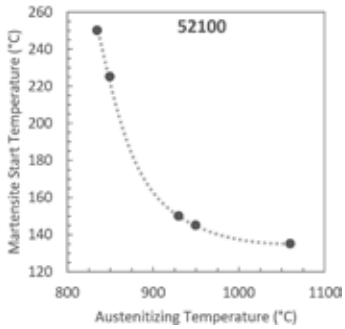

Figure 2: Martensite start temperature as a function of austenitizing temperature for 52100 steel [8].
Figure 1 shows the plot that can be made by combining the Andrews and Koistinen-Marburger equations. Retained austenite (RA) as a function of cold-treatment temperature was calculated using the two equations along with the nominal chemical composition of 100CrMnSi6-6 [7]. Lines of constant C content for 0.6, 0.8, and 1.0 wt% C were shown to demonstrate the significant influence C content has on the fraction of retained austenite for a given alloy composition and cold-treatment temperature. At room temperature (RT, +20°C) a 1 wt% C version of 100CrMnSi6-6 is estimated to have 70 percent RA while a 0.6 wt% C version is estimated to only have 10 percent RA. In high-carbon steels, the amount of carbon in the austenite depends primarily on the temperature the steel is austenitized. Figure 2 shows published data relating the M_s temperature to the austenitizing temperature of 52100. The M_s temperature decreases as austenitizing temperature increases, approaching a constant M_s temperature of approximately 140°C at the highest austenitizing temperatures evaluated. In the range of austenitizing temperatures most relevant to industrial heat treatment of 52100, less than 900°C, the M_s temperature is very sensitive to austenitizing temperature and therefore requires strict process control.
Austenitizing temperature: Generally considered a coarse process adjustment. Figure 2 provided a sense as to the sensitivity of this process parameter in controlling austenite-carbon content.